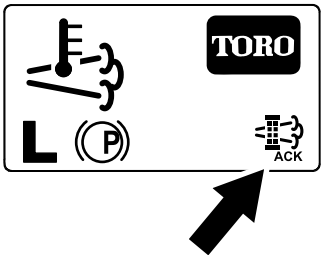

Figuur 66
8. Het hoofdscherm van het InfoCenter verschijnt en het pictogram regeneratie aanvaard (Figuur 66) verschijnt rechts onderaan het scherm terwijl de regeneratie bezig is.